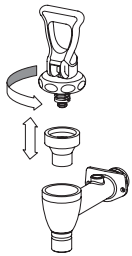

Fig. 5
7.3.1 Nettoyage du robinet (Fig. 5)